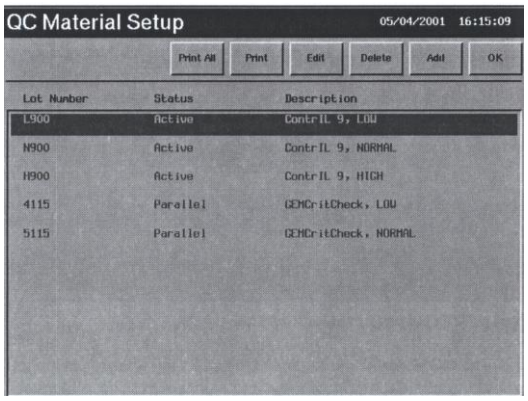

Рис. 3.13
Для установки контрольного материала, нажмите кнопку *QC Material Setup* в *окне QC Setup*. На экране появится окно *QC Material Setup* (рис. 3.13), которое включает в себя: номер партии, описание, статус всех определенных контрольных материалов. Возможны следующие действия: добавление, удаление, редактирование, печать свойств контрольных материалов.
1. Нажмите кнопку *QC Material Setup* на экране *QC Setup*. На экране появится окно *QC Material Setup* (рис. 3.13).